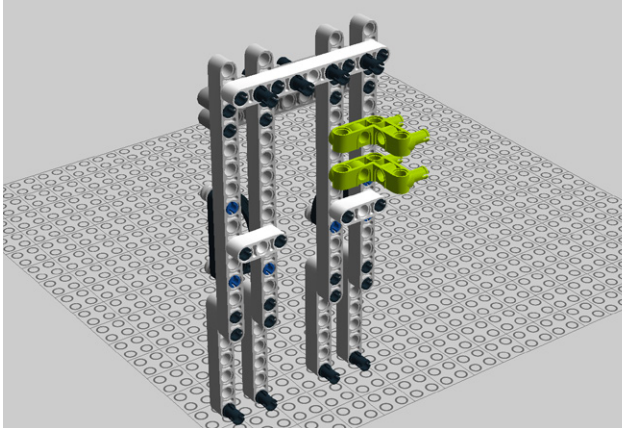

Figure 5-36. *Step 29: Adding angle beams*
29. These angle beams will connect the left wall to the back of the robot as Figure 5-36 shows.